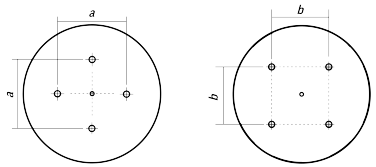

Рисунок 2
4. Смонтировать подвес к потолку, см. Рисунок 2;